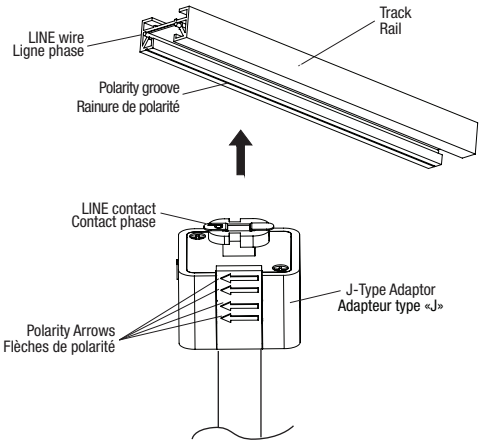
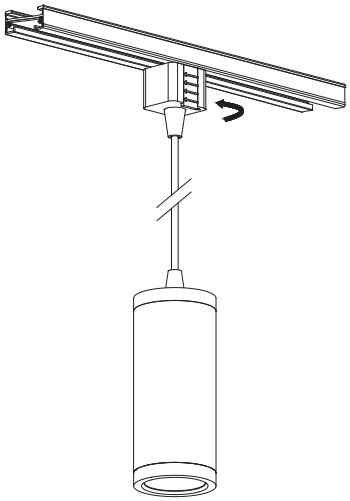

Fig. 1c
Fig. 1d
5. Insérer les contacts en laiton de l'adaptateur dans l'encoche du rail (Fig. 1c).
6. Tourner l'adaptateur de 90° (Fig. 1c) de sorte à ce que l'indicateur flèche pointe vers la rainure de polarité une fois installés (Fig. 1d).